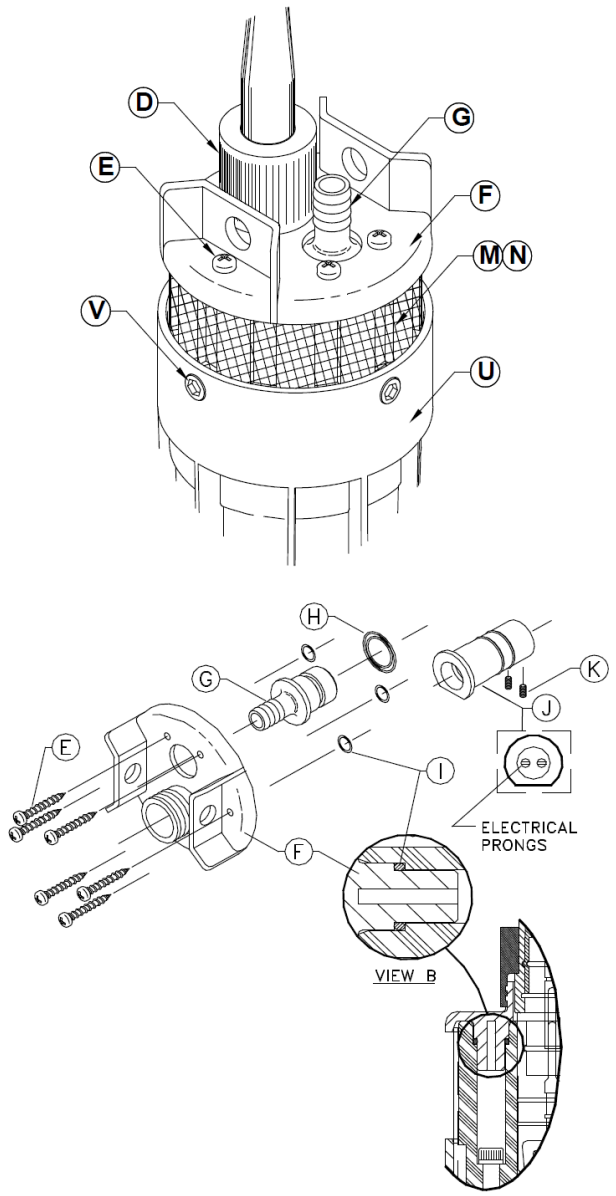

ABBILDUNG 10
4. Stecken Sie die Kabeladapterbaugruppe ab (Abb. 10).
4.1 Entfernen Sie die Mutter (D), indem Sie sie im Gegenuhrzeigersinn drehen und ziehen Sie den Stecker ab.
5. Entfernen Sie die Hebeplatte (F) (Abb. 10).
6.1 Schieben Sie das Filtersieb (M) aus dem Kanister (U).
7. Entfernen Sie den Auslassfilter (G) (Abb. 10).
6.1 Ziehen Sie die Schlauchtülle gerade aus dem Oberen Gehäuse (N).
7. Entfernen Sie die Aufnahme (Kabelzwischenstück) (J) (Abb. 10).
9. Entfernen Sie das Obere Gehäuse (N) und den Motor (T) (Abb. 10)